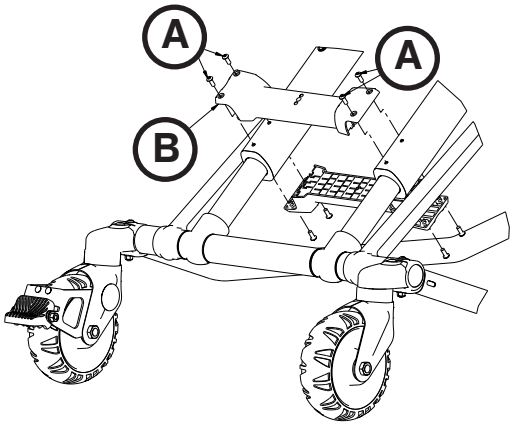

Figura 75
1. Con un destornillador Torx T25, extraiga los cuatro tornillos de cabeza redonda (A) del refuerzo de la base (B) (Figura 75).